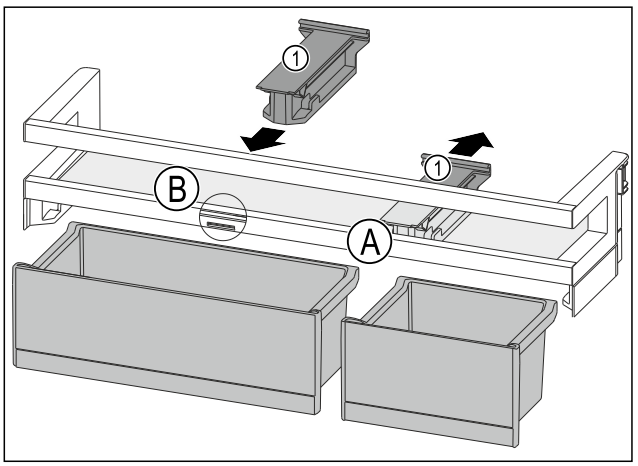

Fig. 189
- ▶ Desprindeți piesa de susținere *Fig. 189 (1)* din poziție *Fig. 189 (A)* spre spate.
- ▶ Introduceți piesa de susținere *Fig. 189 (1)* în poziție *Fig. 189 (B)*.